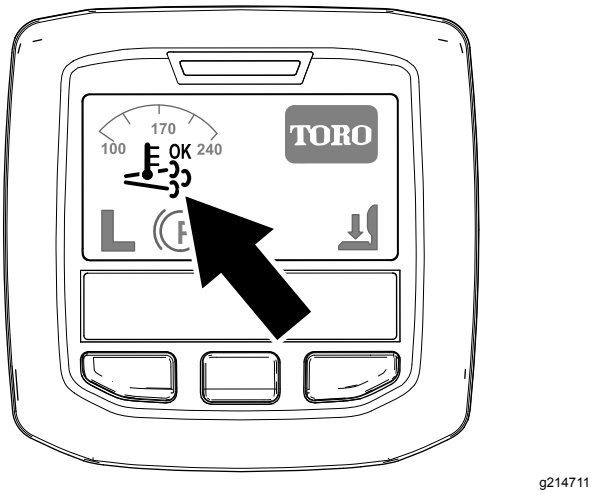

**Figur 29**
- Symbolen för stöd-/återställningsregenerering visas i InfoCenter (Figur 29).